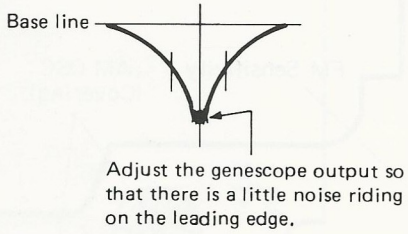

Fig. 1
1. Feed in a weak signal from the genescope. Adjust T151, T251 and T252 for maximum gain and the waveform of Figure 1.